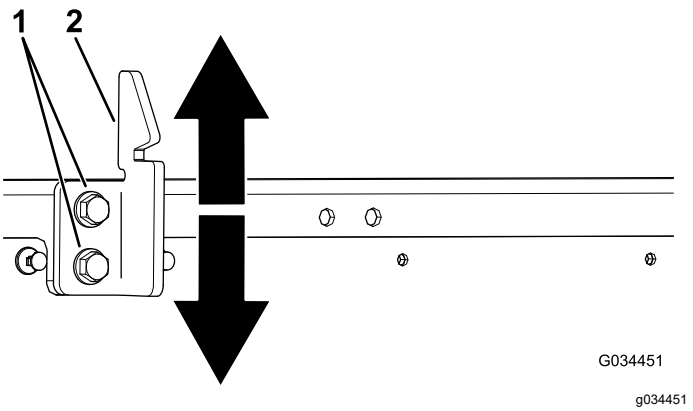

Figur 56
3. Løsne de to boltene på lasteplanets låsesperre, og flytt sperren opp eller ned, avhengig av om sperren er for høy eller for lav (Figur 56).
4. Stram de to boltene på planets låsesperrer (Figur 56).